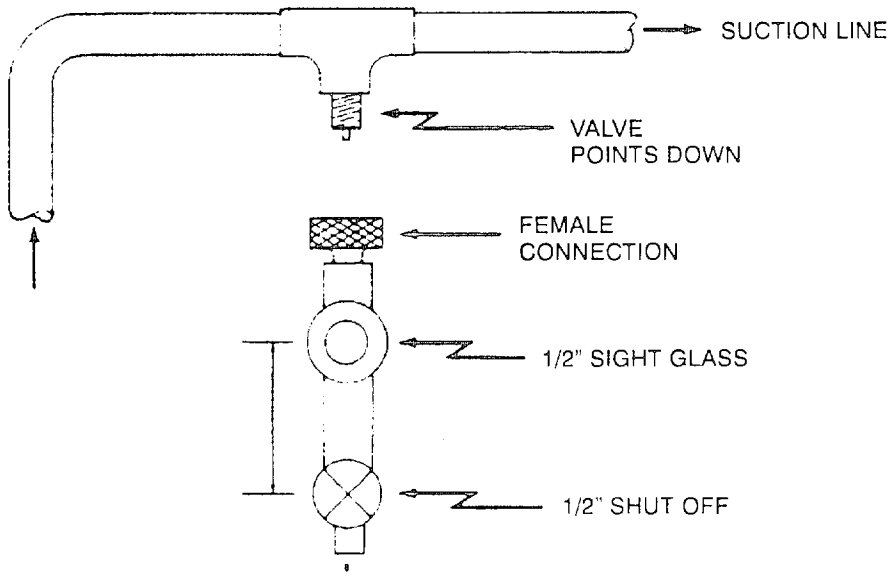

Figure 5-11. Oil Trap Valve Connection For Oil Samples
(16) Make pressure drop check across the drier. See Figure 5-11. When the trapped oil level appears in the sight glass (less than an ounce is needed), the oil may be slowly transferred to the beaker of the acid test kit.